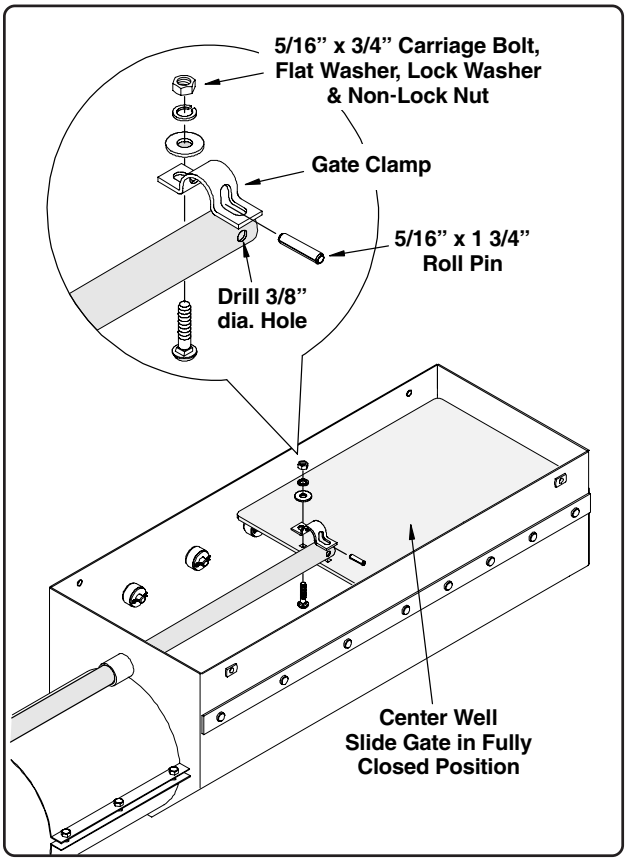

Fig. 6
Secure the clamp using two (2) 5/16" x 3/4" carriage bolts, flat washers, lock washers and non-lock nuts (carriage bolts will be inserted from the bottom side of gate, See Fig. 6).